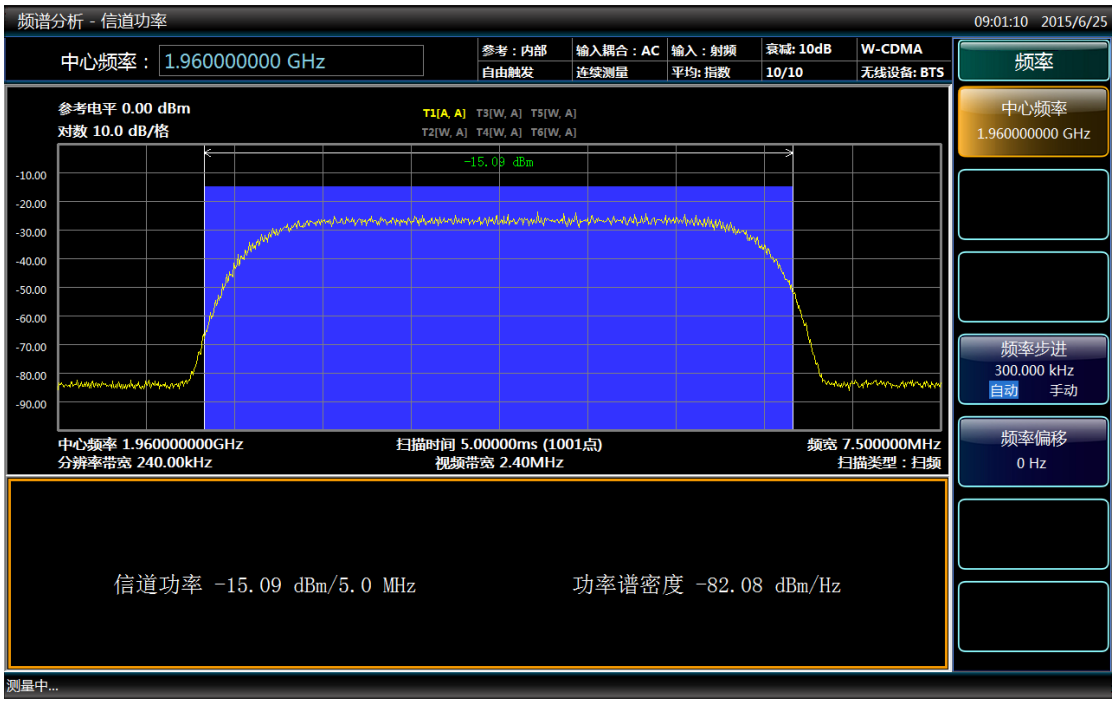

图 4.62 信道功率测量结果
- 信道功率测量结果显示如图 4.62 所示。图形窗口和文本窗口显示了信道带宽内的绝对功率和平均功率谱密度。